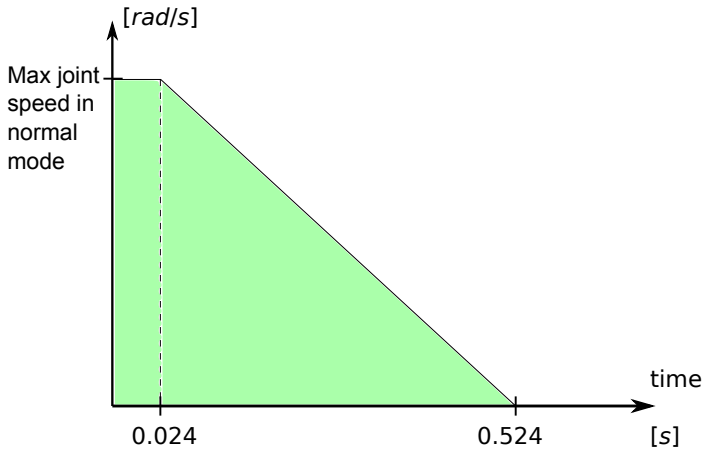

图 5.2: 斜坡下面的绿色区域即制动过程中允许的关节速度。在 0 点处，安全处理器检测到一个事件（紧急停止或防护停止）。减速从 24 ms 后开始。
1. 安全系统监控是否在 24 ms 内启动制动，参阅图 5.2。